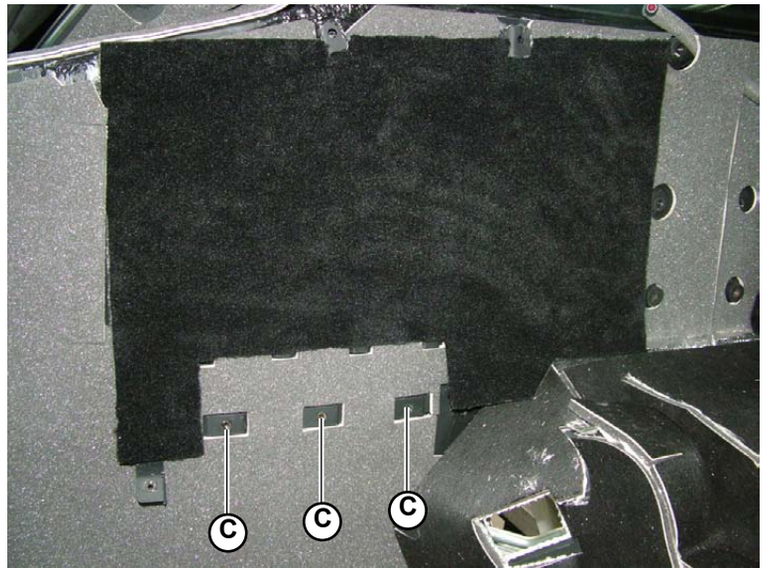

Fig.43
2. Tighten the 3 screws (**C-Fig.43**) to secure the cover to the rear of the car.